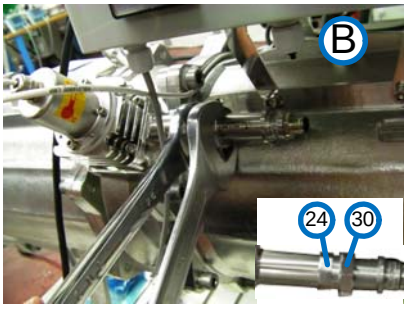

Figure 11-33: Replacing the Sensors (Generic View 2)
Step 6. When you insert a Reference Master sensor or return a sensor to its place, using the set caliper (calibrated to the original UVIS sensor's position) adjust the sensor so that it is set to the position of the original. Refer to **Figure 11-33** to the left.